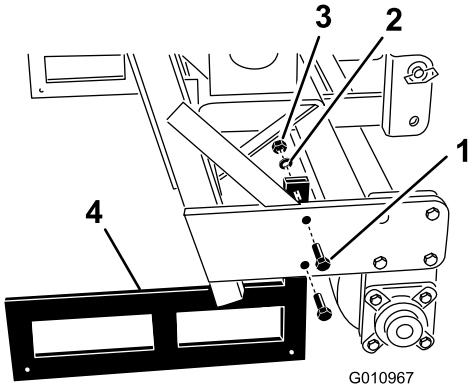

Rysunek 33
2. Odkręć śruby i nakrętki mocujące podpory magazynowe do każdej ze stron aeratora (Rysunek 33).